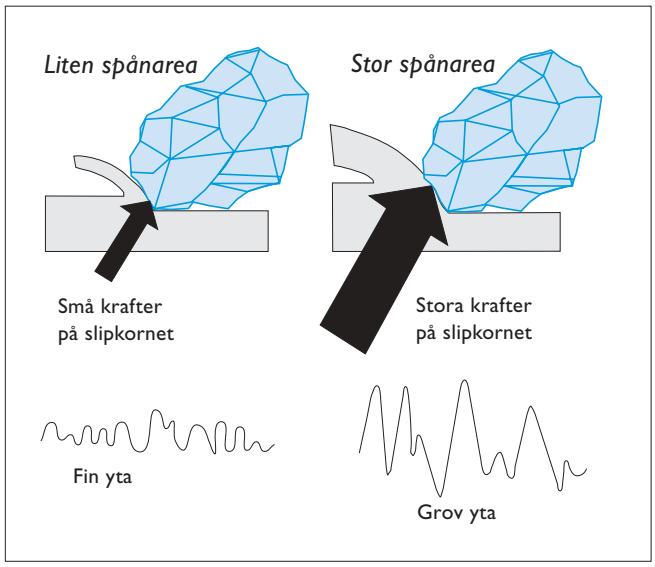

Figur 3. Vid grov spåntjocklek blir ytan på den slipade detaljen grövre.
2. Ytan på den slipade detaljen blir grövre. Se figur 3.